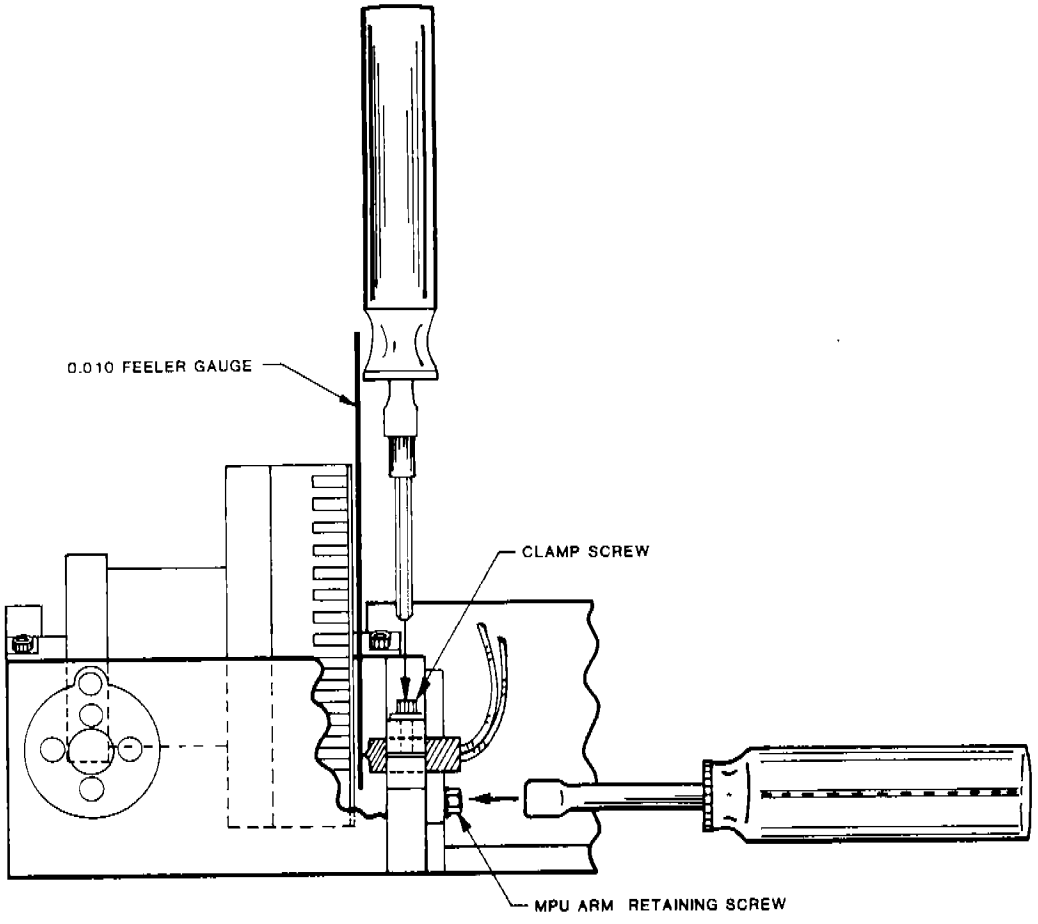

FIGURE 3-17.
7. Adjust the MPU per part B, below (Figure 3-17).
2. Insert the 0.010 inch feeler gauge between the pickup and timing disk (Figure 3-17). Adjust the gap between the MPU and the timing disk to 0.010 inches by rotating the MPU arm. Tighten the clamp screw.
1. Loosen the screw behind the MPU arm slightly (Figure 3-17) so that the arm does not swing freely but can be manually pivoted through a vertical arc with some pressure applied.